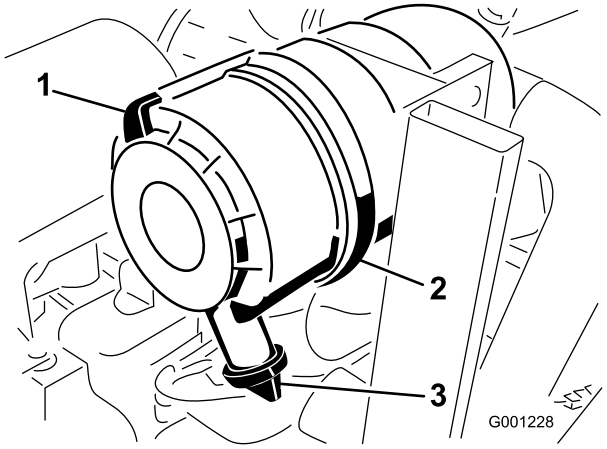

Figur 46
1. Dra ut spärren och vrid luftrenarkåpan motsols (Figur 46).
2. Ta bort kåpan från luftrenaren (Figur 46).
8. Montera kåpan och placera gummiutloppsventilen i nedåtläge – mellan ca klockan 5 till klockan 7 sett från änden (Figur 46).